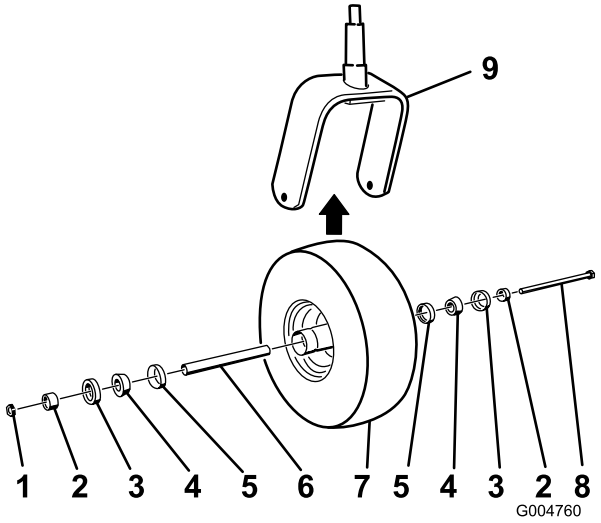

Figura 45
2. Retire la contratuerca del perno (Figura 45).
5. Ensamble la rueda giratoria presionando los cojinetes cónicos y las juntas, llenos de grasa, sobre el cubo de la rueda, según se muestra en Figura 45.